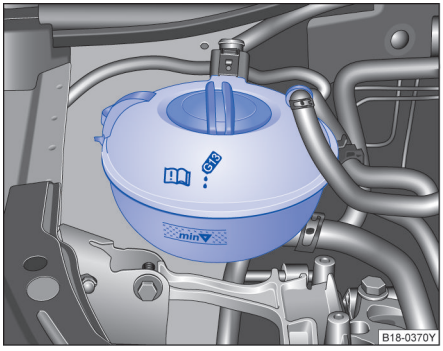

图 146 冷却液补偿容器上的液位标记
- 发动机处于冷态时检查冷却液液位是否处在膨胀罐侧面的标记范围内。⇒图 146